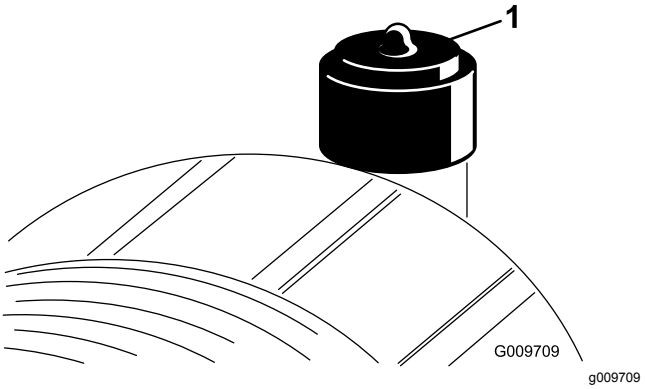

Figur 73
Utför service på luftrenarfiltret bara när serviceindikatorn (Figur 73) anger att det krävs. Om du byter ut luftfiltret tidigare ökar det risken för att smuts kommer in i motorn när filtret tas bort.
2. Nollställ indikatorn (Figur 73) om den är röd.